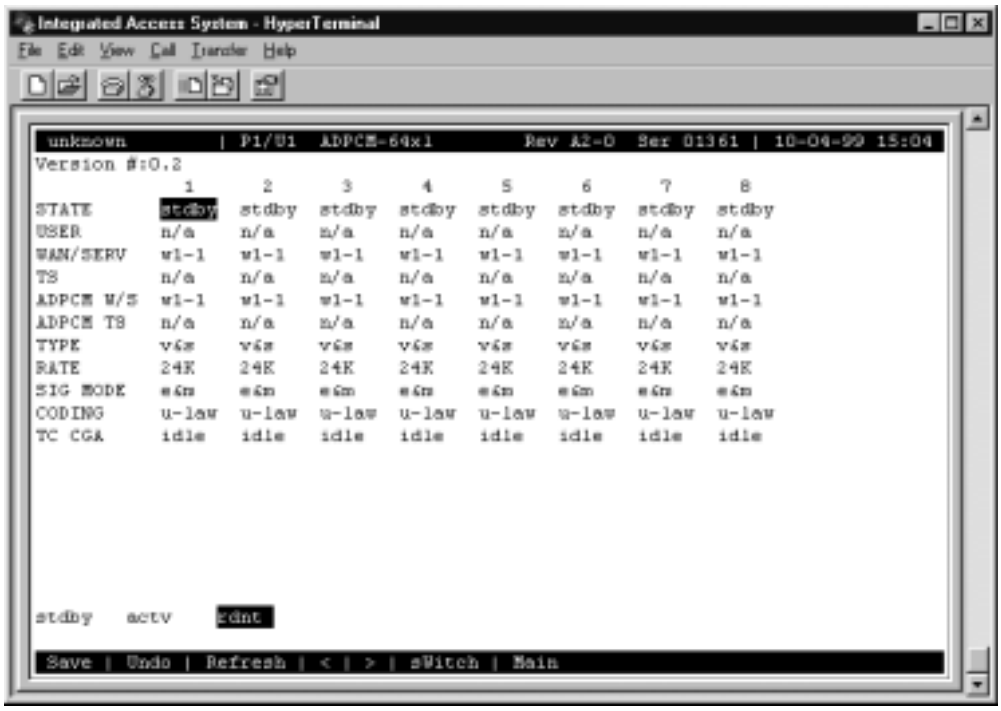

Figure 4-78.Typical ADPCM Card Main Screen
2. Select the desired ADPCM card from the System Main Screen, and press <Enter> to go to the Main Screen of that card. Figure 4-78 1shows the card in slot P1 is chosen.